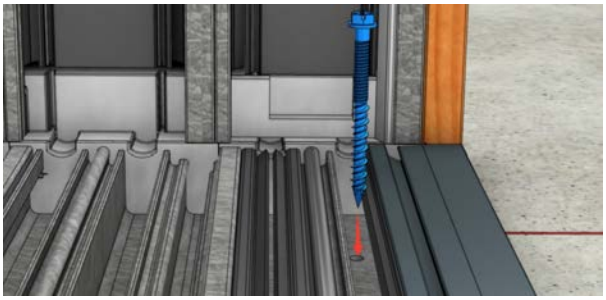

Fig 31
- Fasten the sill through each hole using a minimum of a 2” fastener suited for installation conditions. (Fig. 31)